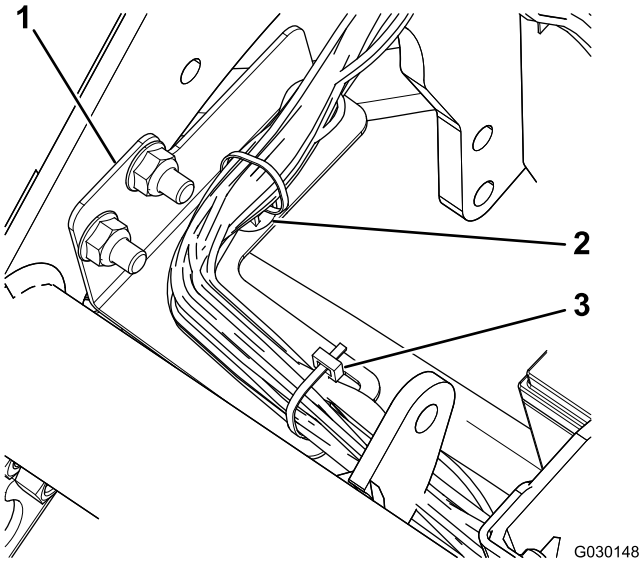

Figura 5
7. Fissate il cablaggio preassemblato alla staffa del cablaggio con una fascetta e una fascetta per cavi (Figura 5).